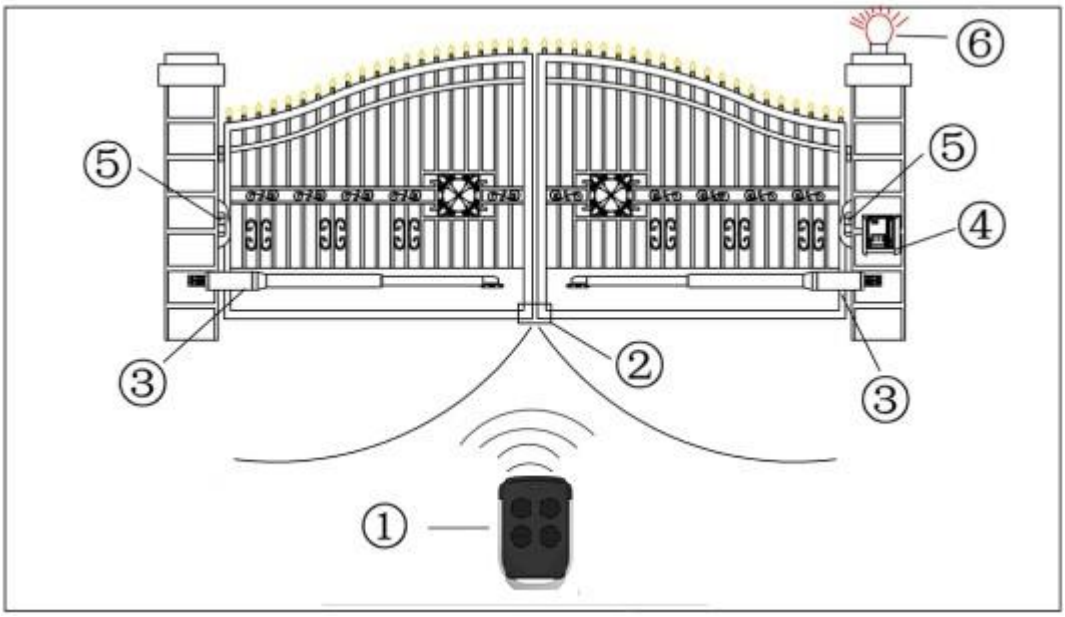

Рис. 1 Типовая схема автоматизации распашных ворот
- Определите приблизительно положение, в которое будет установлен каждый компонент приводной системы (Рис. 1).
- Определите схему, при помощи которой будет выполняться подсоединение всех электрических устройств приводной системы (Рис. 1).